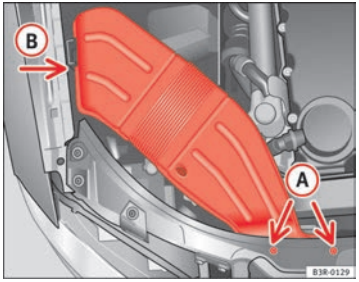

Fig. 192 Air duct on right side of vehicle
– Unscrew bolts (A) ⇒ fig. 192.
– Detach air duct from guide (B) and take it out. ■